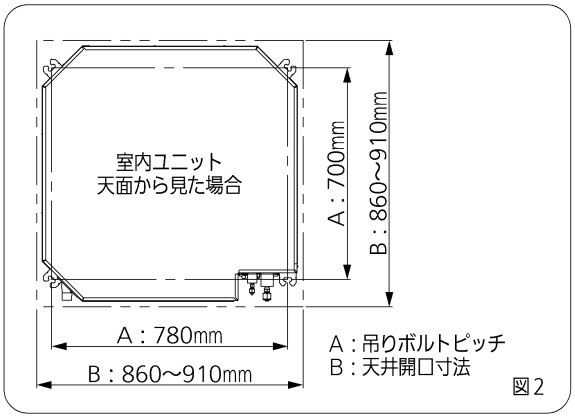

図２
6. 天井面の穴開けと吊りボルト位置の寸法は右図（図２）に従ってください。